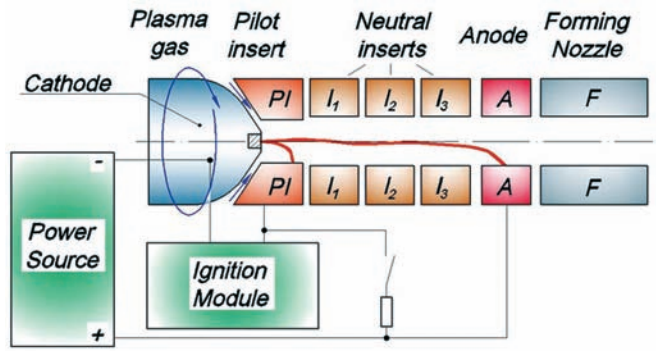

Figure 1. Schematic illustration of cascade plasma system.
A schematic illustration of the CPT system is presented in Figure 1. The system consists of a cascade plasma gun, power source, ignition module, feedstock feeding module (not shown), and a control module that controls electrical parameters and plasma gas flow rates. The cascade plasma gun includes cathode and anode modules, as well as the inter-electrode module that consists of a pilot insert (PI) and one or more electrically insulated inter-electrode inserts (neutral inserts, I in Figure 1). The inter-electrode module extends the arc and practically eliminates undesirable drifting and pulsing of the plasma parameters.